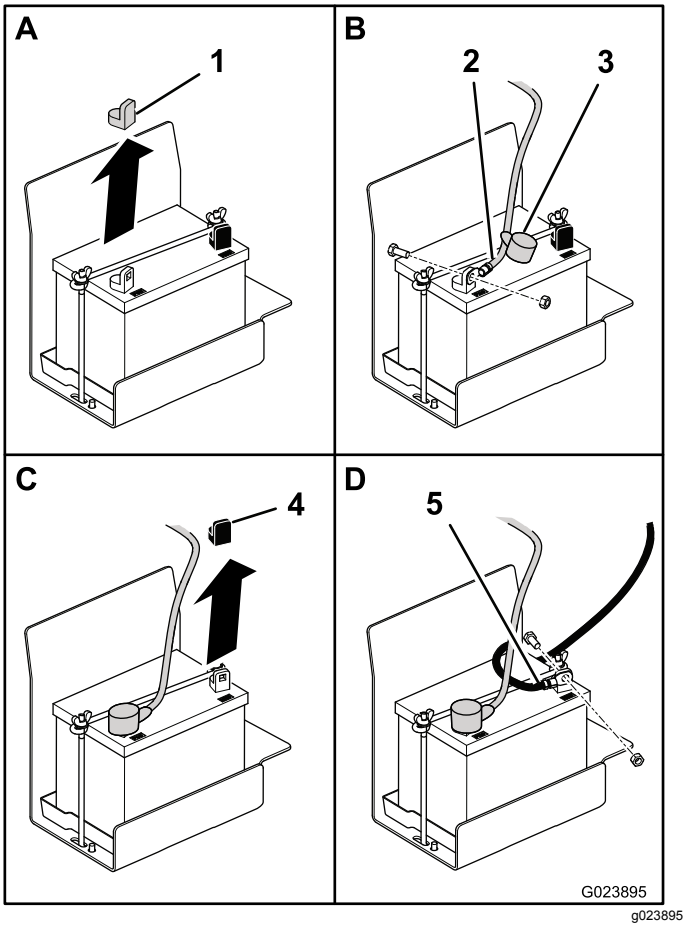

Рисунок 5
2. Снимите красную пластиковую крышку с положительной клеммы аккумулятора (Рисунок 5).